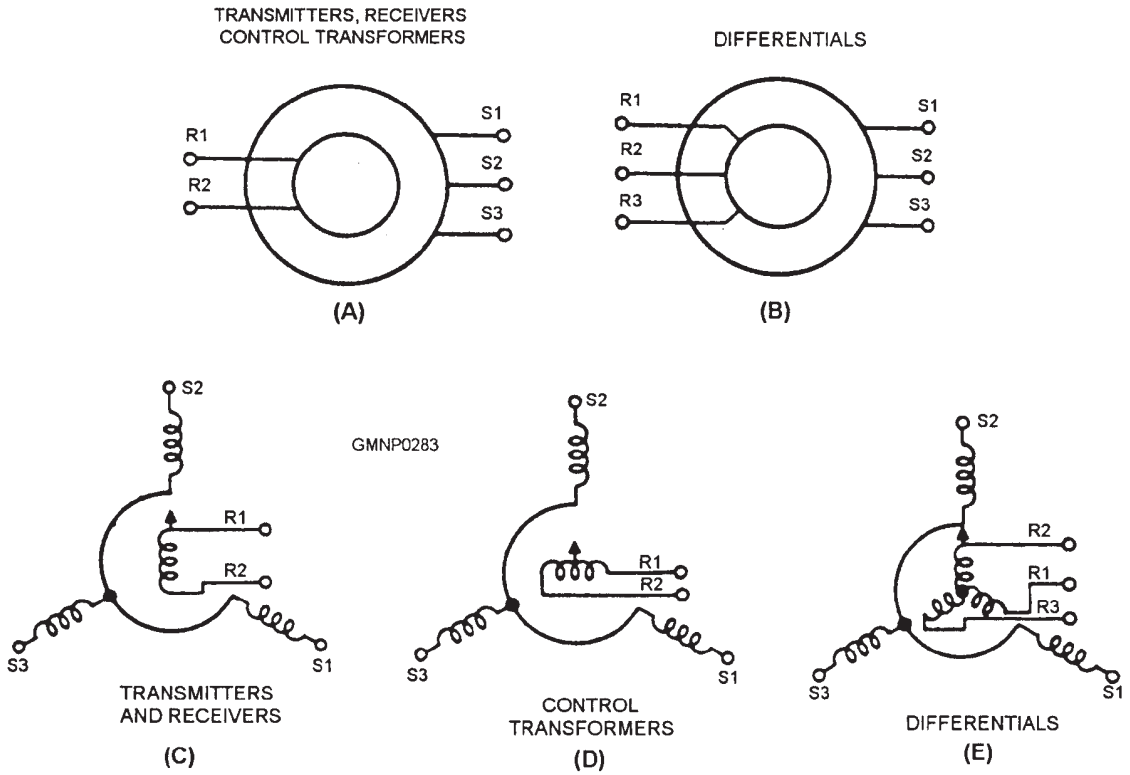

**Figure 5-20.—Schematic symbols for synchros.**
the symbols shown in figure 5-20. The symbols shown in parts (A) and (B) are used when it is necessary to show only the external connections to a synchro, while those shown in parts (C), (D), and (E) are used when it is important to see the positional relationship between rotor and stator. The small arrows on the rotors in parts (C), (D), and (E) indicate angular displacement of the rotor; in this illustration the displacement is zero.